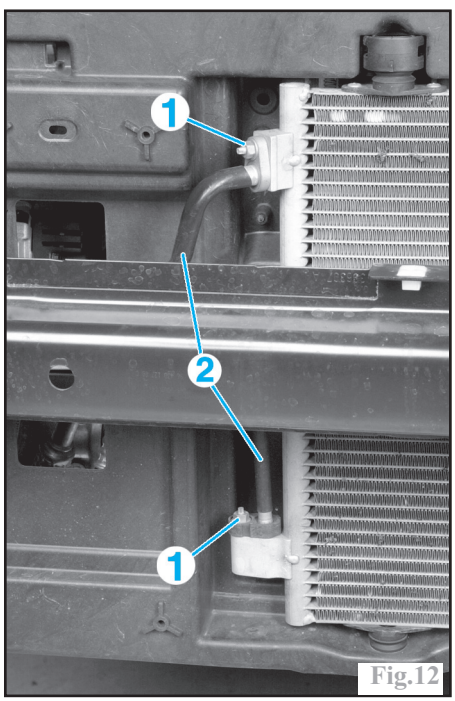

Fig.12
-les écrous (1) de fixation des conduits (Fig.12).